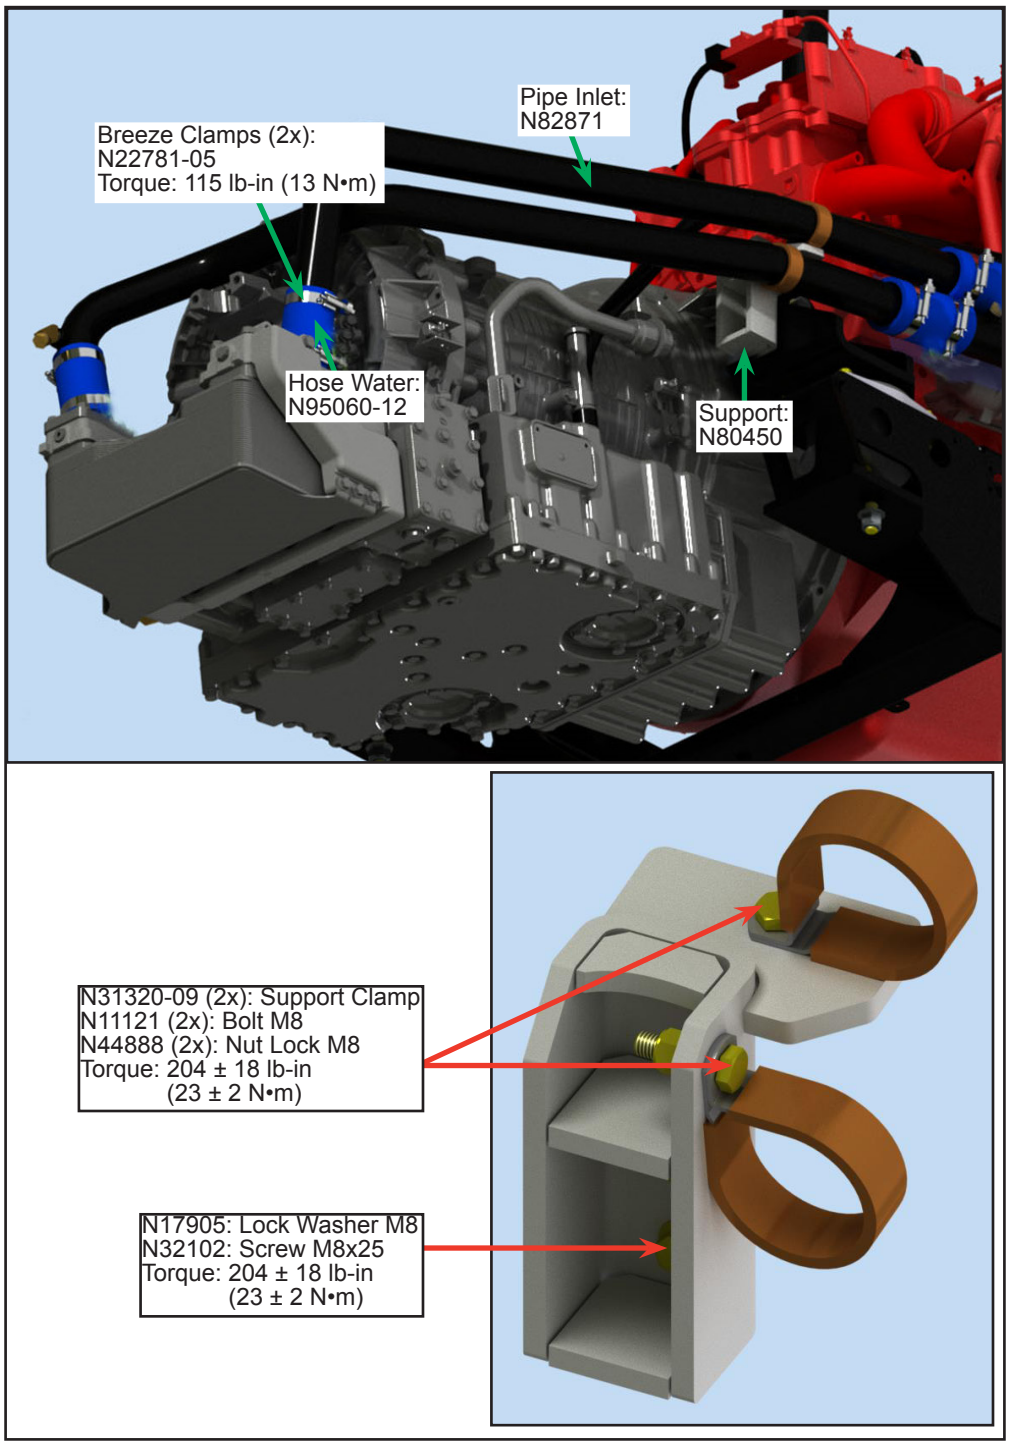

Figure 8 - Typical View of Transmission Cooling Pipes and its Accessories
1.14. Install the new support (N80450) with screws (N32102) and lock washers (N17905) (see Figure 8).
1.15. Install the hoses (N95060-12) with breeze clamps onto the cooling pipe line (N82871) and secure the lines to the support with the new clamps (N31320-09) and tighten them using locknuts (N44888) and screws (N11121). Tighten to specified torque (see Figure 8).